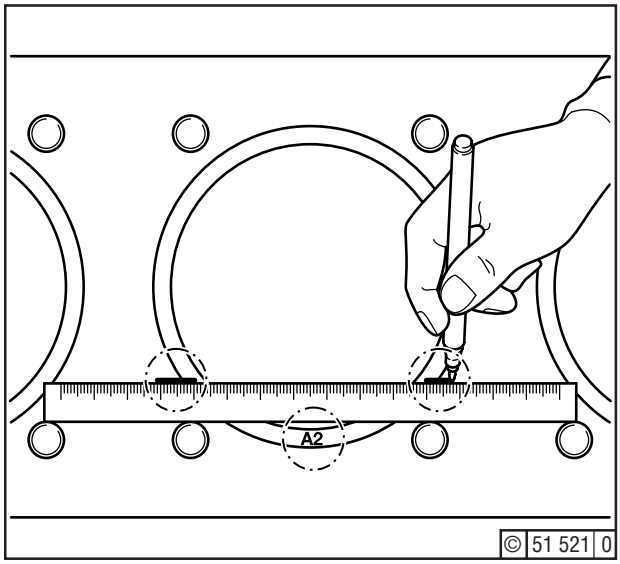

Fig. 1 Marking the refitment position
- Place a straight edge on the cylinder lining collar, against 2 special cheese head screws, Fig. 1.
- Mark the cylinder lining with the cylinder designa tion, e.g. A2 in Fig. 1.